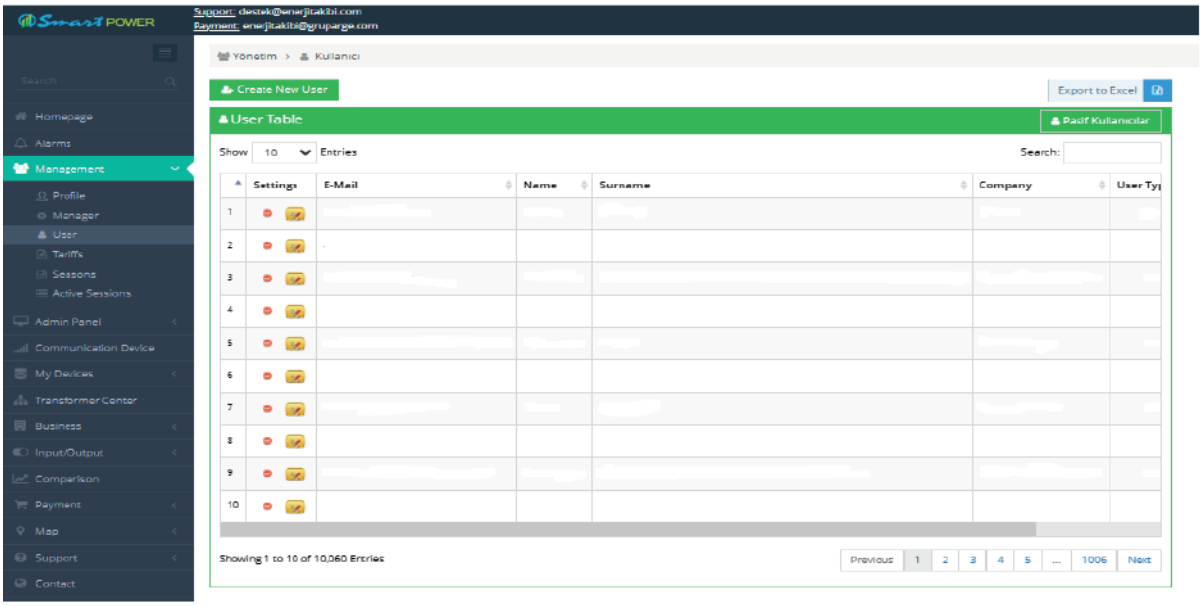

Figure 6.8
10. To create a new user, go to “Administration” → “User” → “Create New User”, fill in the required user information, and create a sub-user account. (Figure 6.8)